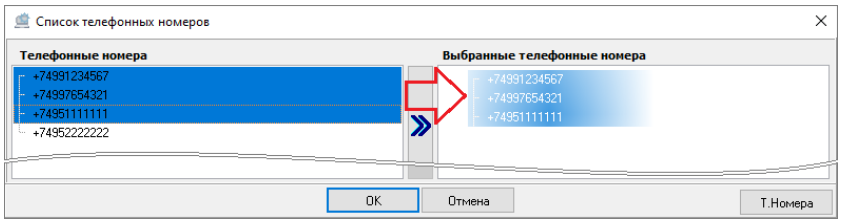

Рисунок 6-172 Привязка телефонных номеров абонента перетаскиванием
– в окне «Список телефонных номеров» в поле «Телефонные номера» выделите один или несколько телефонных номеров (для выделения сразу нескольких номеров нажмите и удерживайте на клавиатуре клавишу <Shift> для выбора диапазона или клавишу <Ctrl> для комбинированного выбора) и, удерживая нажатой левую клавишу мыши, перетащите выделенные телефонные номера в поле «Выбранные телефонные номера» (см. Рисунок 6-172).